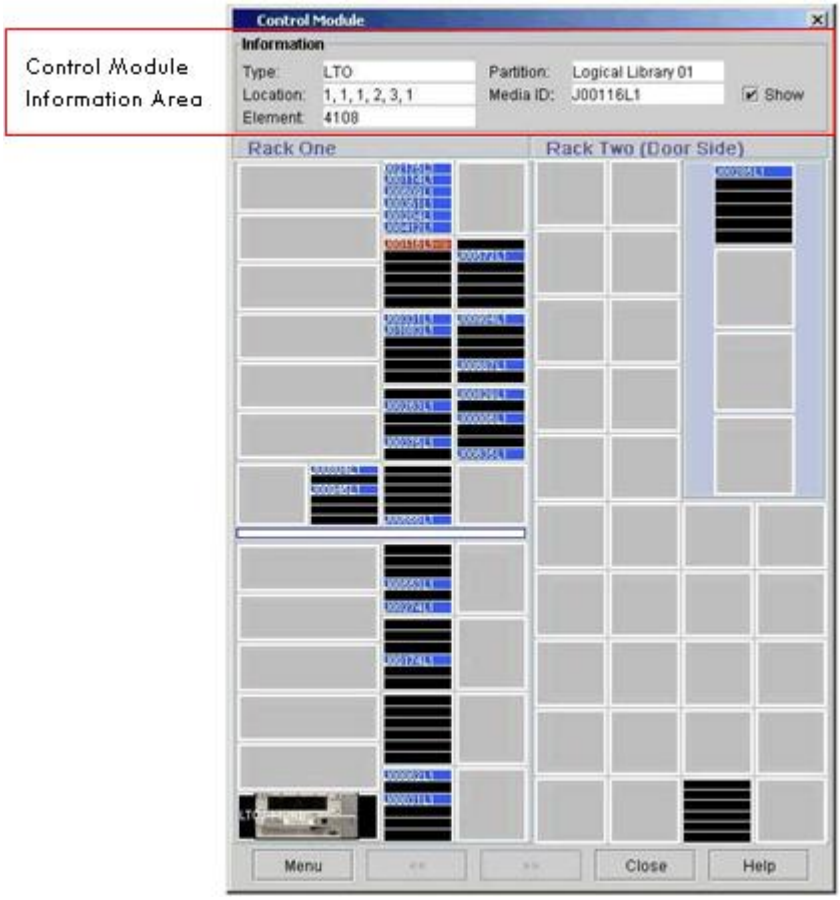

Figure 14.7-6. Scalar i2000 Control Module Information Screen
- The **Control Module** (Figure 14.7-6) dialog box displays the current configuration of the Rack.